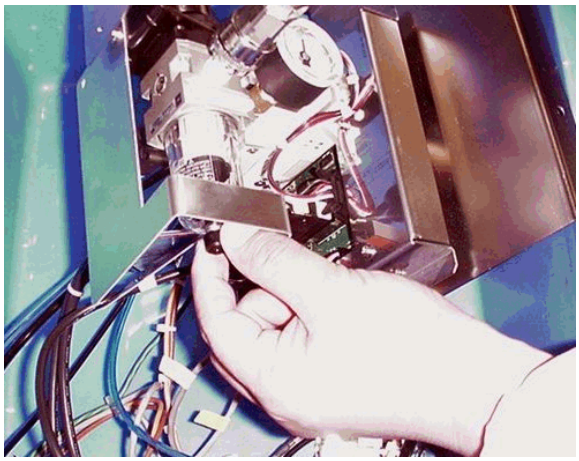

Figure A8-3 Draining
(1) Loosen the filter regulator drain valve to drain the collected water as shown in Figure A8-3.